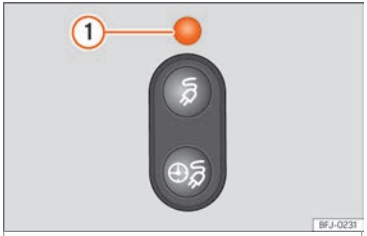

Fig. 228 Derrière la trappe de la prise de charge de la batterie : indicateur de l'opération de charge.
L'indicateur de l'oération de charge est une lampe LED ››› fig. 228 ① située sur la prise de charge, et il montre l'état de l'opération de charge.